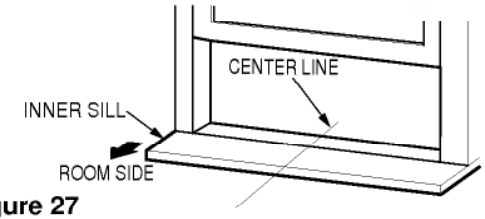

Figure 27
Open the window and mark center line on the center of the inner sill, as shown in Figure. 27.
b. The bracket helps to hold unit securely in place. Be sure to place bracket edge flush against back of inner sill. See Figure. 27.